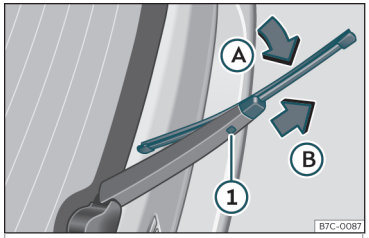

Fig. 37 Cambio de la escobilla de la luneta trasera.
- Rote la escobilla ligeramente ››› **fig. 37** (flecha Ⓐ).
- Mantenga presionada la tecla de desbloqueo ① tirando de la escobilla en el sentido de la flecha Ⓑ.
- Inserte en el brazo limpialuneta una escobilla nueva **de la misma longitud y tipo**, en sentido contrario a la flecha Ⓑ hasta que encastre la tecla ①.